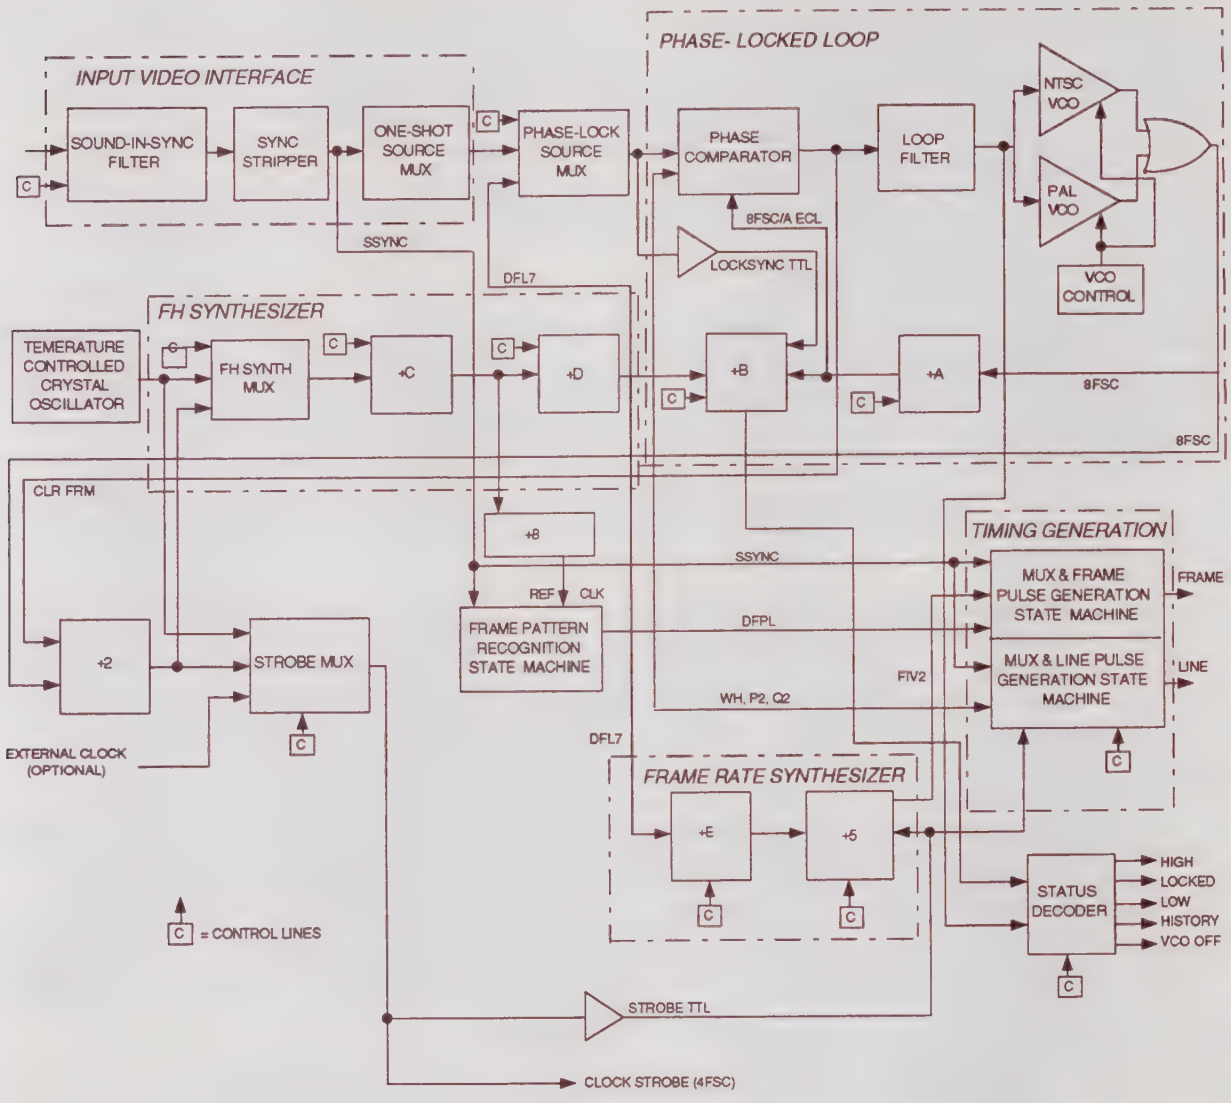

**Figure 5-2. Genlock board (A2) block diagram.**
Figure 5-2 shows a block diagram for the genlock board.
1. The frame pattern recognition state machine output (DFPL, in Figure 5-2).